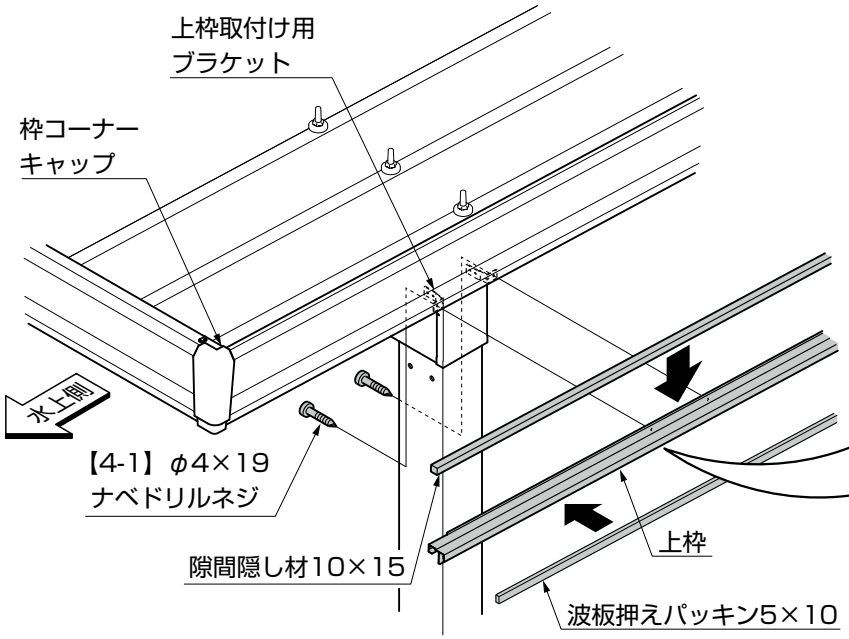

図5-1
①隙間隠し材10×15と波板押えパッキン5×10を上枠に取付けてください。（図5-1参照）
②上枠をカーポート本体の枠コーナーキャップの下端に合わせて上枠取付け用ブラケットに【4-1】で取付けてください。（図5-1参照）